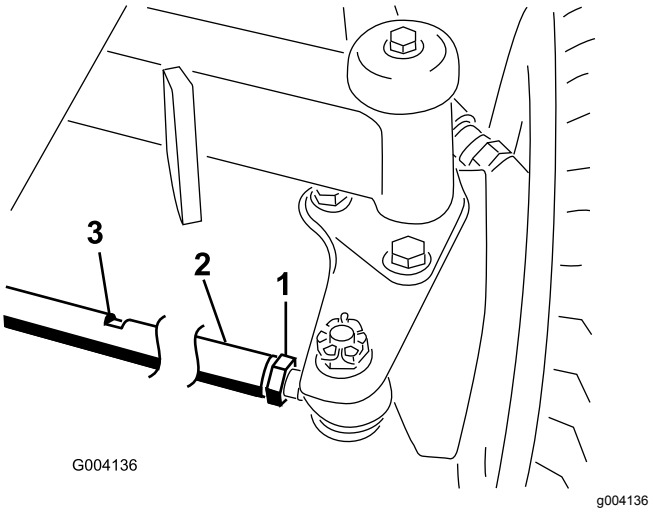

Figur 93
2. Løsn kontramøtrikken for hver ende af forbindelsesstangen (Figur 93).